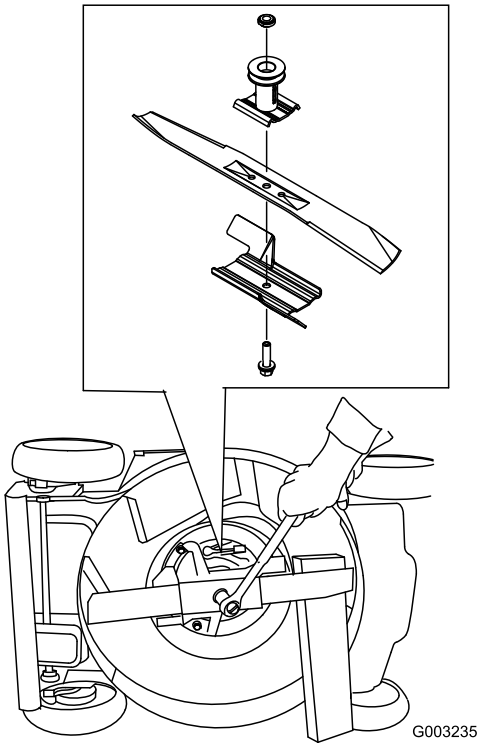

Figur 39
3. Brug en træklods til at holde kniven fast (Figur 39).